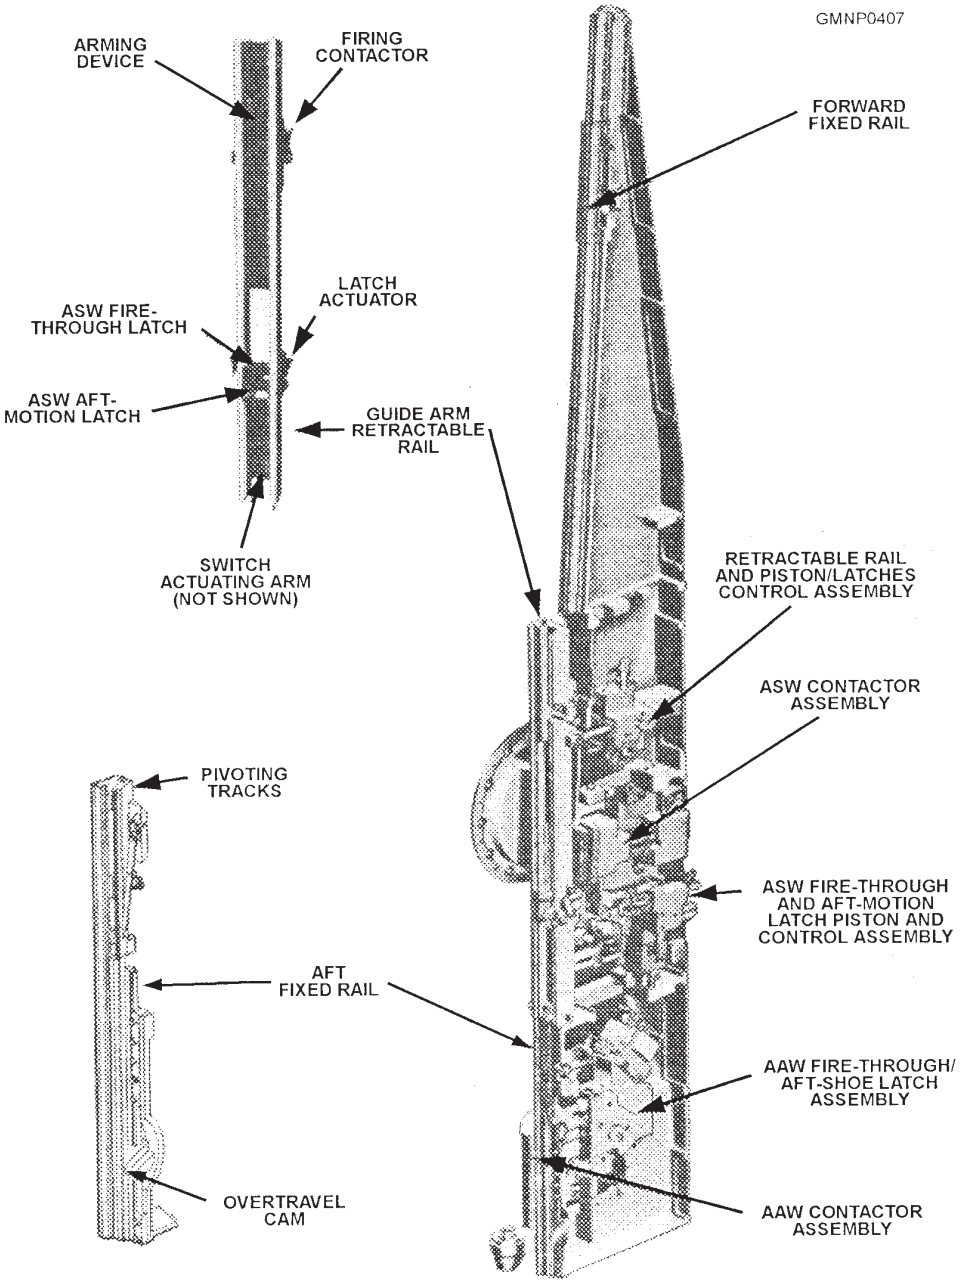

**Figure 7-28.—Guide components, general arrangement.**
The guide arm structure (fig. 7-28) is a steel weldment with three different guide rails, ASW-related components, and AAW-related components. Depending on the mode (AAW or ASW) in which the system is operating, the applicable equipments connect to and prepare the missile for flight.
**AAW RAIL COMPONENTS**.—The rail components required to load, prepare, and launch AAW missiles involve three separate (and more complicated) assemblies. Located above the aft fixed rail, the AAW fire-thru and aft-motion latch assembly (see fig. 7-28) is functionally similar to its ASW counterpart. The AAW fire-thru latch trips from 4,000 to 4,600 pounds. The AAW aft-motion latch extends to release the AAW aft-shoe-restraining latch (on the pusher bar) to secure the missile to the rail.